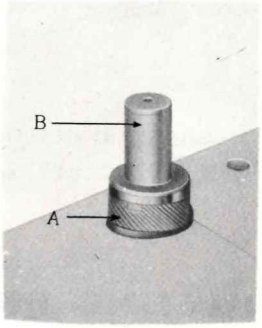

Fig. 20
Sewing Thin or Light Weight Fabrics. When lighter pressure is required to sew satisfactorily on thin silk or flimsy material, the pressure cap should be about halfway down. Release all the way by pressing the snap lock, (A, Fig. 20), and then press cap (B) down again to halfway spot. Lower the feed slightly by turning the black dot on the knob to "Low" position.
Darning and Mending. in order to move the fabric freely in any direction for darning, and mending, release the pressure cap B completely by pressing down on the snap lock, (A, Fig. 20).